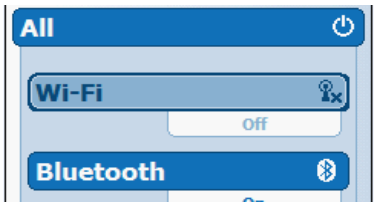

Рис. 4.2-1
- Проверьте состояние Bluetooth® на стартовом экране. Включите Bluetooth на экране, нажав кнопку Bluetooth® (Рис. 4.2-1). Нажмите **Done** и вернитесь к начальному экрану.